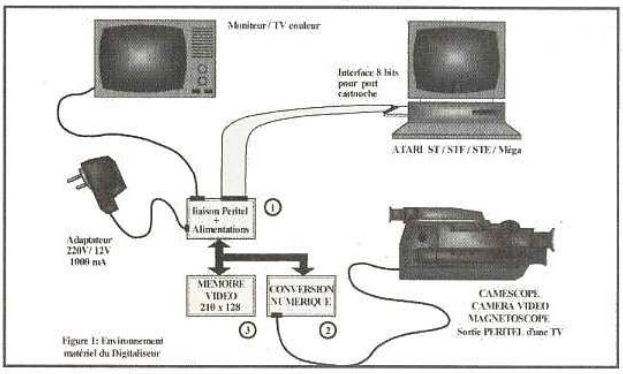

Figure 1: Environnement matériel du Digitaliseur
Bien entendu, comme il fallait garder le même connecteur vidéo, il a fallu trouver 2 broches de cette fameuse din13 qui n'étaient pas utilisées. Sur le brochage ci-joint, dans notre figure 1, vous pouvez constater que ce sont les broches 3 et 4 qui ont été choisies.
Le schéma fonctionnel de la figure 1 présente l'environnement matériel de la version de base du digitaliseur vidéo. L'atari utilise toujours l'interface pour port cartouche décrite à partir du numéro 84. Le cable en nappe de l'interface est relié à un circuit imprimé (1) assurant trois principales fonctions: la visualisation sur un moniteur de contrôle, le dialogue avec l'atari et l'alimentation de l'ensemble du digitaliseur. Il pourra fonctionner à partir d'un adaptateur secteur Universel (quelle que soit sa polarité), et il est probable que vous en ayez déjà un qui traine chez vous. Un deuxième circuit (2) est destiné à la séparation des signaux de synchronisation de la source vidéo et à la digitalisation sur